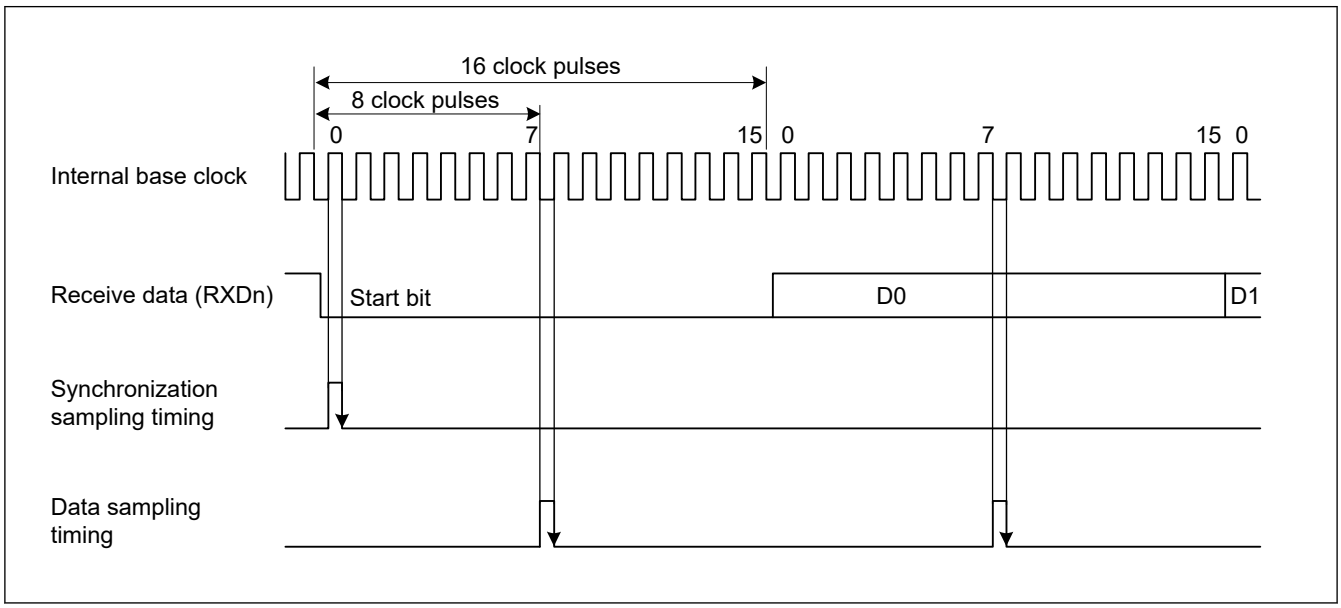

Figure 26.3 Receive data sampling timing in asynchronous mode
Because receive data is sampled on the rising edge of the 8th pulse[*1] of the base clock, data is latched at the middle of each bit, as shown in Figure 26.3. The reception margin in asynchronous mode is determined by the following formula (1):